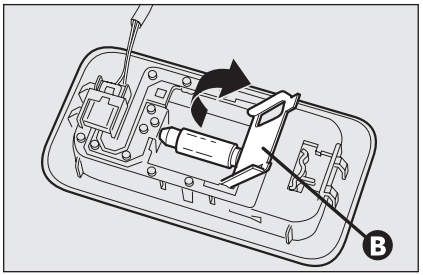

fig. 51 A0E0204m
- ❒ abra la tapa de protección **B-fig. 51**, sustituya la lámpara separándola de los contactos laterales y asegúrese de que la lámpara nueva quede bloqueada correctamente entre los mismos contactos;